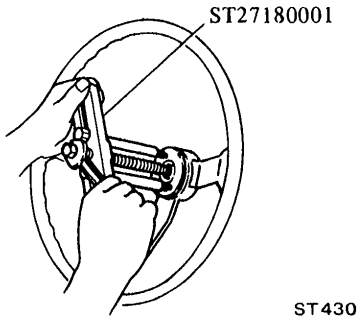

Fig. ST-2 Removing steering wheel
4. Using the Steering Wheel Puller ST27180001, install puller anchor screws into threaded holes provided in steering wheel. Turn center bolt of the special tool clockwise to remove steering wheel. See Figure ST-2.